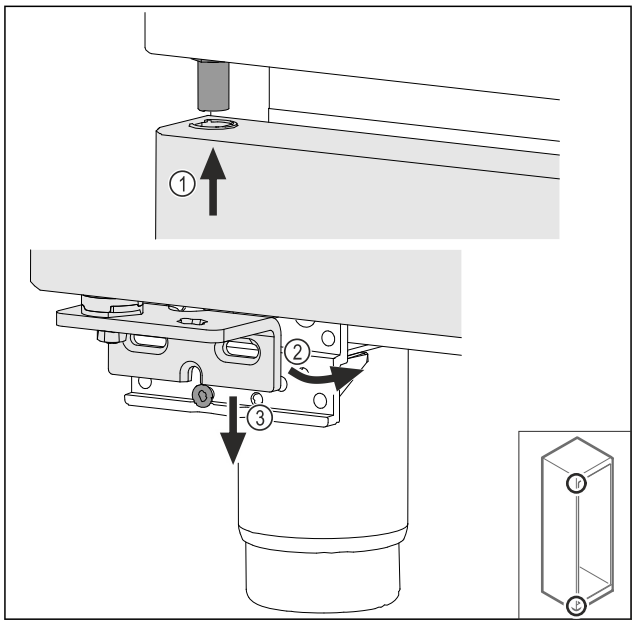

Fig. 34
▶ Așezați pe traseu ușa ușor basculată sus *Fig. 34 (1)*, aliniați dreaptă ușa *Fig. 34 (2)* și așezați jos pe șurubul suportului de lagăr *Fig. 34 (3)*.